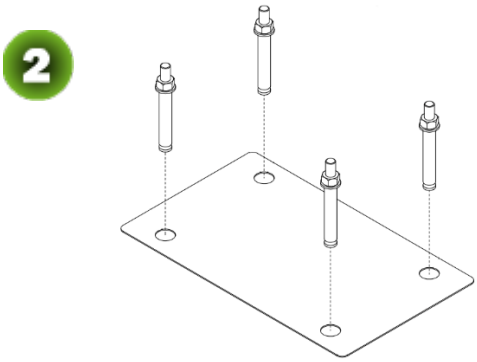

Figure 2-3
2) Drive four expansion bolts into the Bolt Holes Dimensioning, as shown in Figure 2-3.